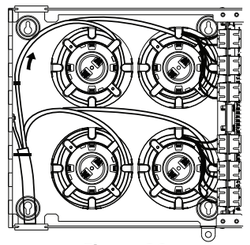

Figure 26
6. Loop fiber around routing rings until connectors can comfortably fit into bulkheads. Plug connectors into bulkheads **(Figure 26)**.